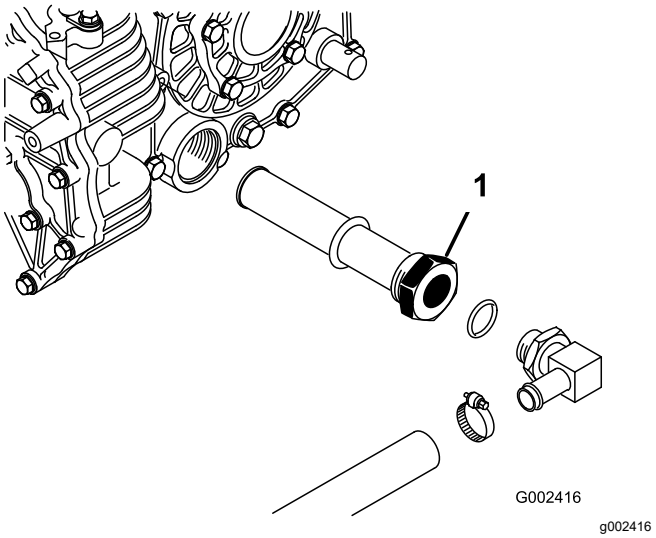

Figur 72
3. Merk deg retningen på den hydrauliske slangen og 90°-vinkelrøret på sugefilteret på siden av beholderen (Figur 72).